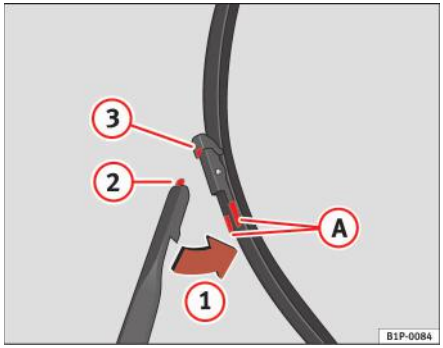

Fig. 147 Înlocuirea lamelor ştergătoarelor de parbriz
– Apăsaţi clemele laterale (A) şi eliberaţi lama deplasând-o în sensul săgeţii (1) ⇒ fig. 147.
– Introduceţi clema (2) în fanta (3) a lamei ⇒ fig. 147. ▶
– Deplasaţi lama spre braţ în sens opus săgeţii (1), până când se fixează în poziţie cu un declic ⇒ pagina 239, fig. 147.